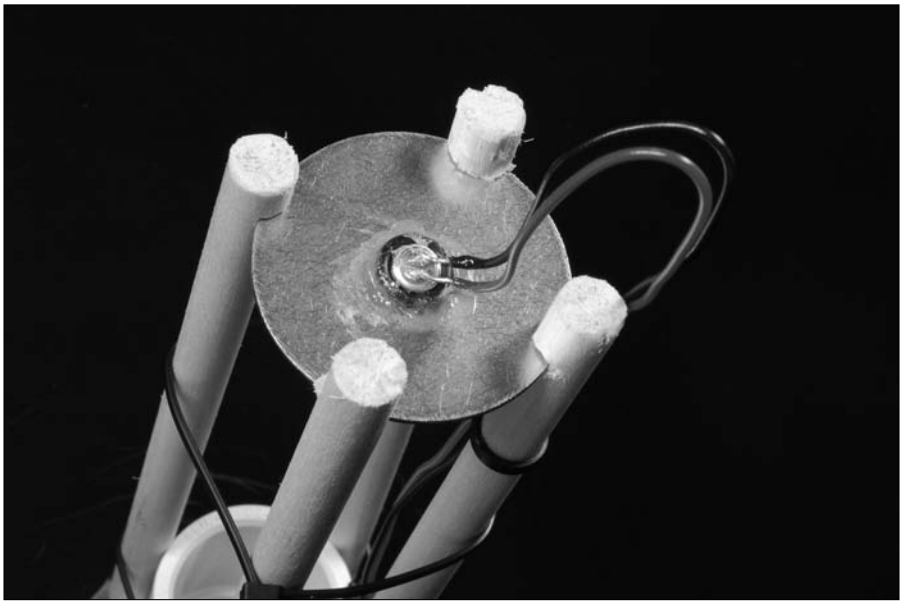

Figure 6-15: Microphone cartridge in place.
9. **From the inside of the dish, put the ⅜" inner diameter O-ring over the microphone cartridge and glue the O-ring to the washer, as shown in Figure 6-15.**